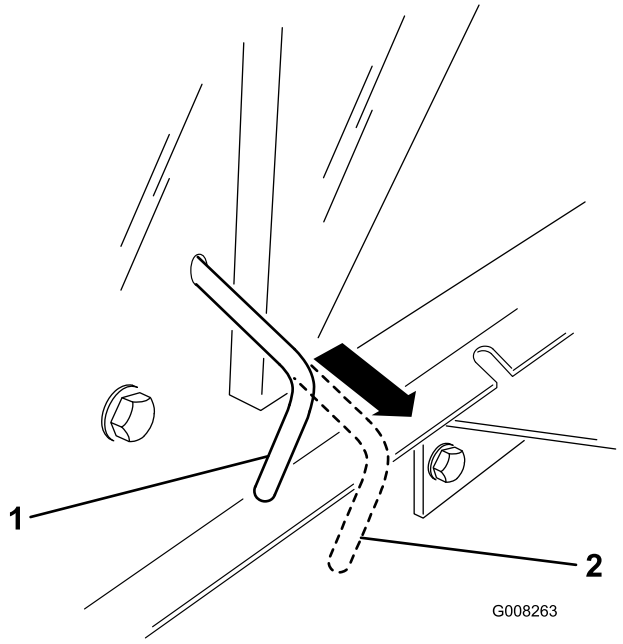

Figuur 16
Opmerking: Hierdoor wordt het aandrijfsysteem uitgeschakeld en kunnen de wielen vrij draaien (Figuur 16).
2. Zet de aandrijfhendel in de stand In Werking (Figuur 16) om het aandrijfsysteem in te schakelen.